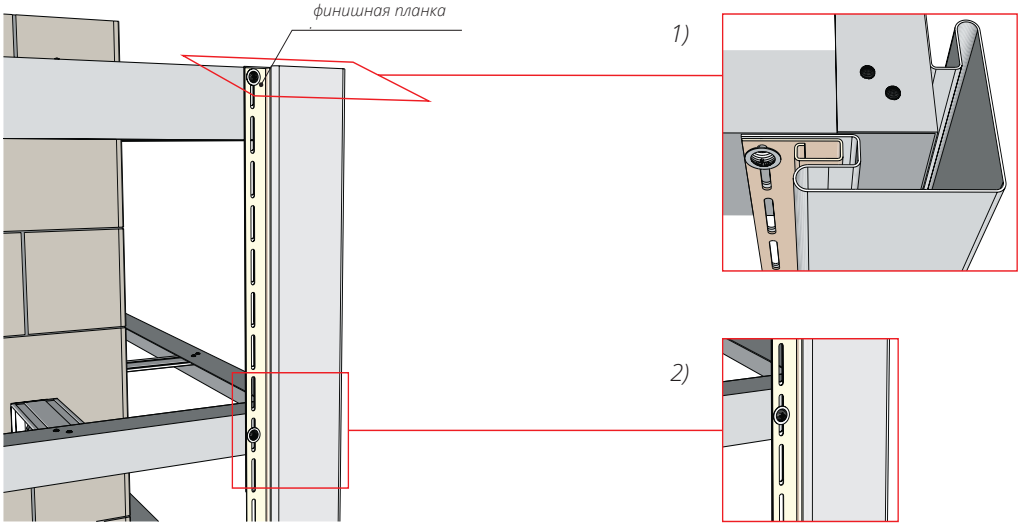

Рисунок 71
14.3 Монтаж стены заканчивается наружным или внутренним углом. На смонтированном доборном элементе примерьте финишную планку, совместив верхние перфорации наружного угла и финишной планки, чтобы они совпадали. При необходимости финишная планка подрезается по высоте. Выкрутите саморез и зафиксируйте этим же саморезом в то же отверстие финишную планку и наружный угол, совместив перфорационные отверстия этих доборных элементов (рис. 71, 71.1). Монтаж должен проходить согласно общим правилам монтажа.